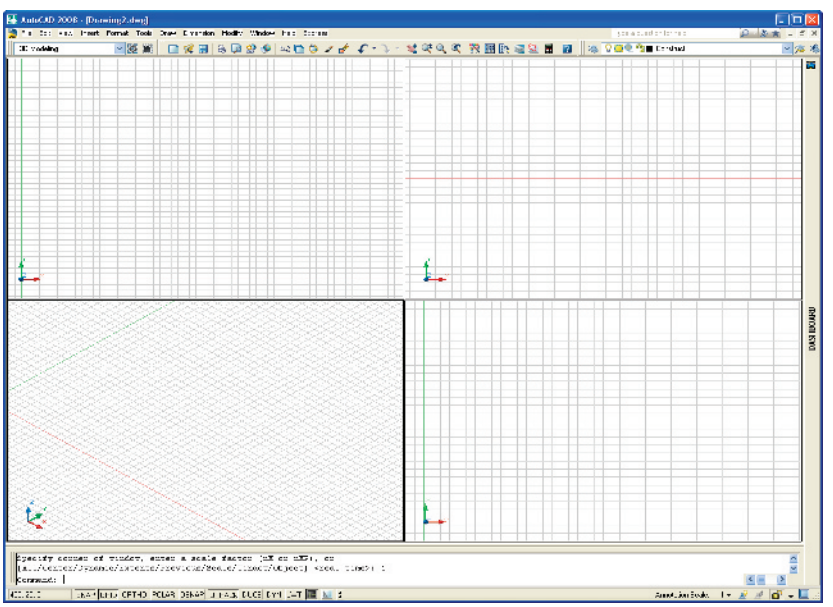

Fig. 14.3 The **Four: Equal** viewports layout
4. *Click* the **OK** button of the dialog and the AutoCAD 2008 drawing area appears showing the four viewport layout (Fig. 14.3).